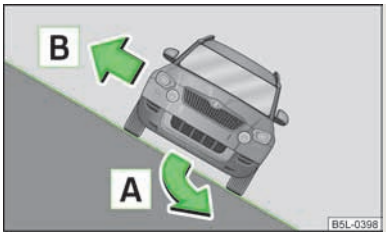

图 114
如果有翻倒趋势，则立即转入最大斜率方向 A » 图 114 并轻踩油门踏板。
如果汽车以较大的倾斜位置在斜坡上停下来，您和乘员必须下车，则所有乘员都必须在朝向上坡侧 B 下车 » 图 114。
- 在斜坡 A 上斜线行驶时 » 图 114，必须确保能转向最大斜率线。如果在斜坡上斜线行驶且汽车有翻倒趋势，则立即朝下坡方向下转向最大斜率线并轻踩油门踏板。
- 如果汽车以较大斜度位于斜坡上，则不要在朝向下坡侧下车。始终小心地从朝向上坡侧 B 离开汽车 » 图 114。